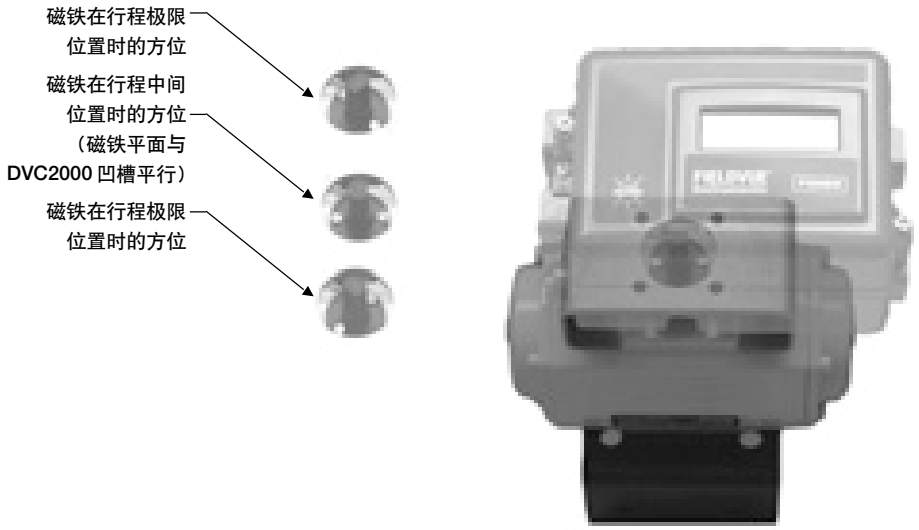

*图 2-12. 安装在 90° 旋转式执行机构上时磁铁组件的方位*
1. 将磁铁组件安装到执行机构驱动轴上，在行程中点时，磁铁组件上的平面必须与DVC2000壳体背面的槽道平行，如图 2-12 所示。